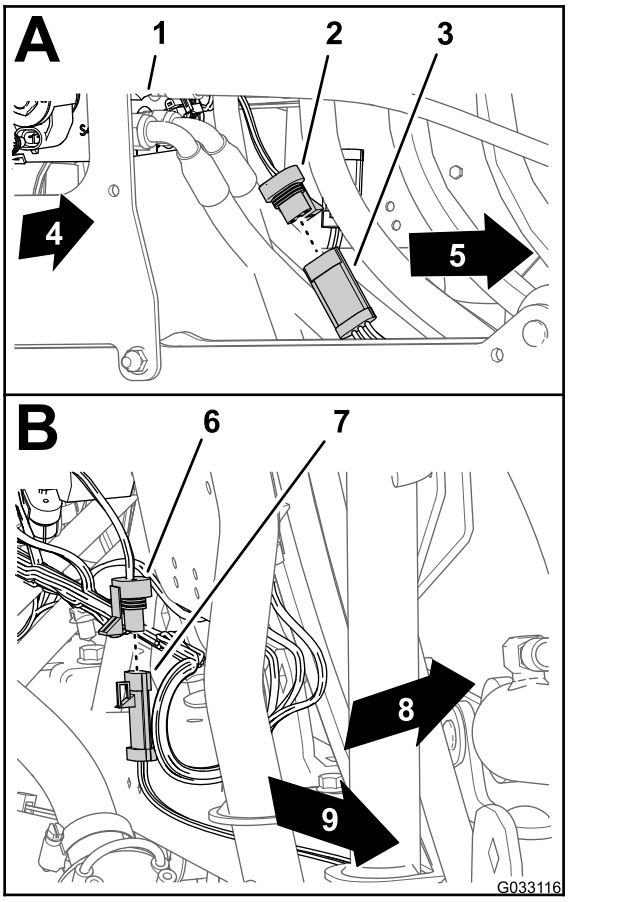

Figur 178
1. Anslut Sonic Boom-kablagets kontakt med tre uttag till kontakten med tre stift på kabeln till Ultra Sonics högra givare (Figur 178).
2. Anslut Sonic Boom-kablagets kontakt med tre uttag till kontakten med tre stift på kabeln till Ultra Sonics vänstra givare (Figur 178).